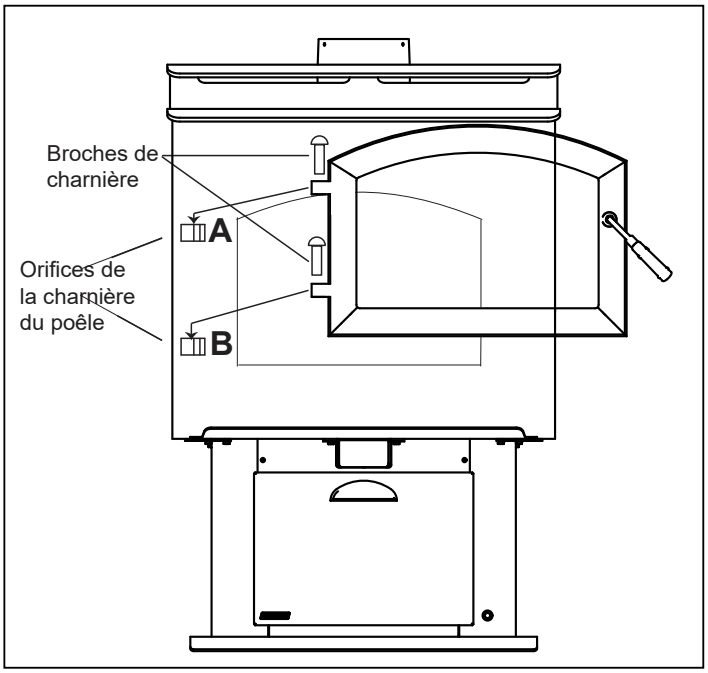

Figure 5.1
2. Placez la porte sur le devant de l'appareil en l'alignant avec précautions sur les trous de charnière de l'appareil. Voir figure 5.1.